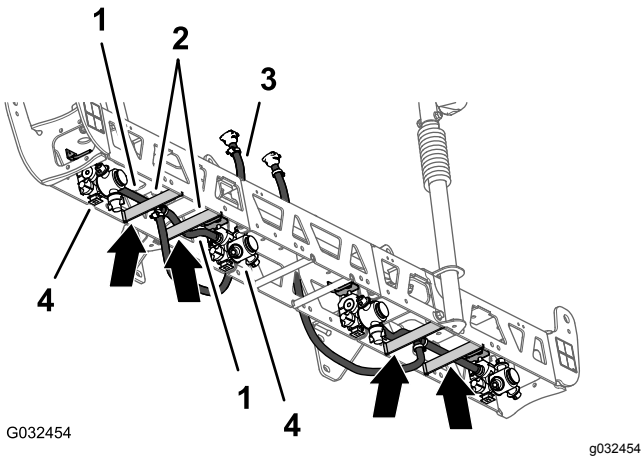
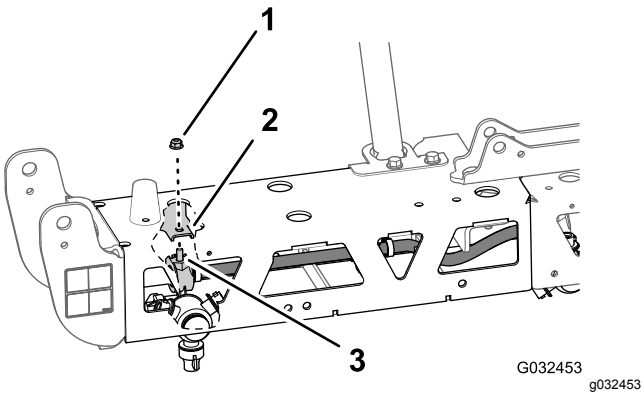

Figur 59
Figur 60
1. Før slangen 13 mm og dyseenheden mellem afstiverstængerne i den ydre afstivning (Figur 59).
2. Før slange og dyse over afstiverstangen og udad mod det udvendige dysebeslag (Figur 59).
3. Juster sekskantbolten (5/16 x 3/4 tomme) på sprøjtedysen gennem hullet i dysebeslaget, og fastgør løst dysen til holderen med en flangelåsemøtrik (5/16 tomme) fra GeoLink-finishingsættet til sprøjtesystem (Figur 60).
4. Før den anden slange 13 mm og dyseenheden mellem s-afstiverstængerne på den ydre afstiver (Figur 59).
5. Før slangen og dysen over afstiverstangen og indad til det indvendige dysebeslag (Figur 59).
6. Juster sprøjtedysens sekskantbolt (5/16 x 3/4 tomme) gennem hullet i dysebeslaget (Figur 60), og fastgør løst dysen til beslaget med den flangelåsemøtrik (5/16 tomme), du fjernede i trin 1 og 4 i Afmontering af sprøjtedyserne (side 25).
8. Før slangen og modhagekoblingen (13 x 810 mm) til siden af midtersprøjtesektionen med venstre og højre støttebeslag (Figur 59).
9. Gentag trin 1 til 8 for den ydre slange og dyseenhed ved den anden ydre afstiver (Figur 59 og Figur 60).